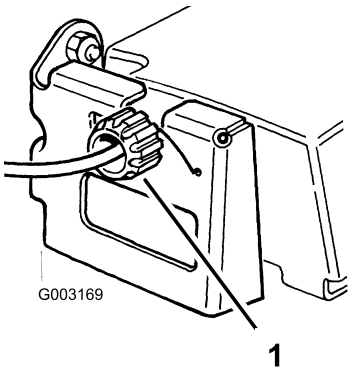

Figuur 30
2. Draai de bedieningsknop een 1/2 slag naar rechts als de zelfaandrijving van de maaimachine niet werkt. Als de machine voorwaarts kruipt, moet u de bedieningsknop een 1/2 slag naar links draaien om de riem losser te zetten (Figuur 30).